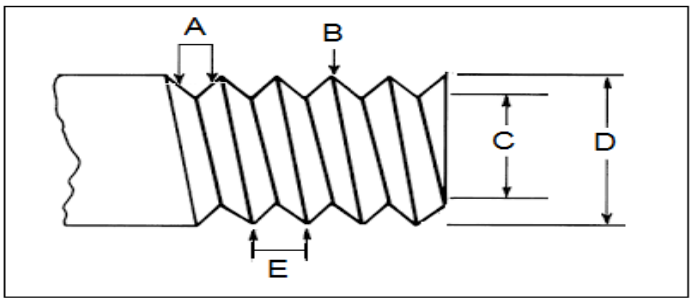

FIGURE 2 (5)
1.4 Identify the indicated components of the screw thread in FIGURE 2 by writing the answer next to the letter (A–E) in the ANSWER BOOK.